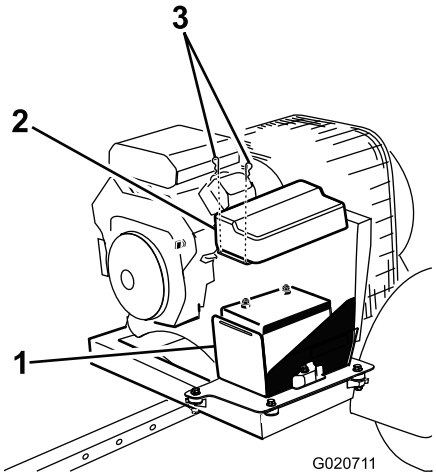

Figur 32
1. Ta bort klämmorna som håller fast batterikåpan på batterilådan, och ta av kåpan från lådan (Figur 32).